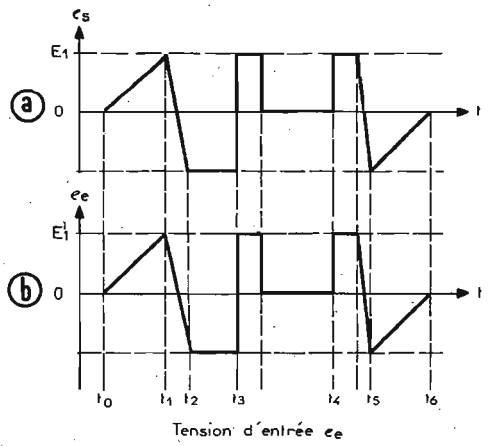

FIG. 1
Cette tension se caractérise par la variation de sa valeur en fonction du temps. Ainsi, au temps $t = t_1$, la tension e_s est égale à E_1 volts. Supposons que la tension d'entrée e_e soit représentée par la figure 1 (B). Si en tout moment, la valeur de e_e est identique à celle de e_s, on pourra affirmer que les deux tensions e_s et e_e sont identiques à tous les points de vue. Dans ce cas, il y a haute fidélité intégrale.